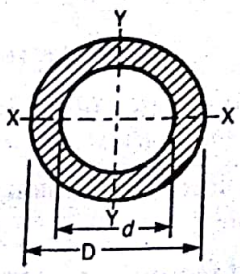

Fig. 1.15
6. The moment of inertia of a hollow circular section of outer diameter D and inner diameter d, as shown in Fig. 1.15, is given by